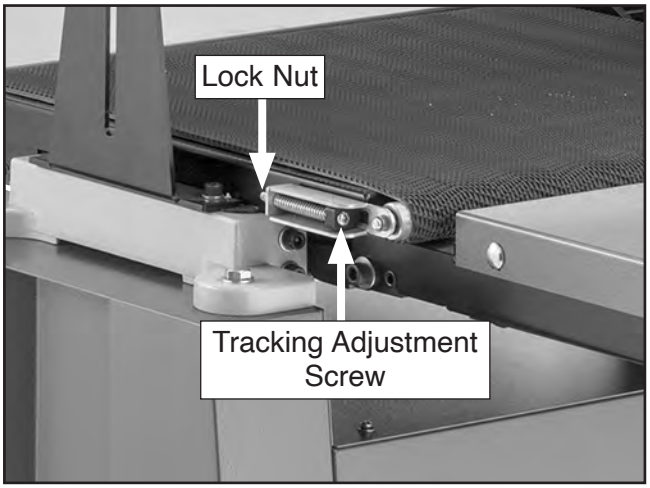

Figure 58. Conveyor belt tracking adjustment screw and lock nut.
2. Hold lock nut still on side that conveyor belt tracks towards and tension tracking adjustment screw until conveyor belt tracks in opposite direction (see **Figure 58**).
Aligning the drum parallel to the conveyor belt (see **Figure 58**) is critical for sanding accuracy. Care should be taken to make the tolerances as close as possible (within 0.010" from one side to the other) when adjusting the drum height.